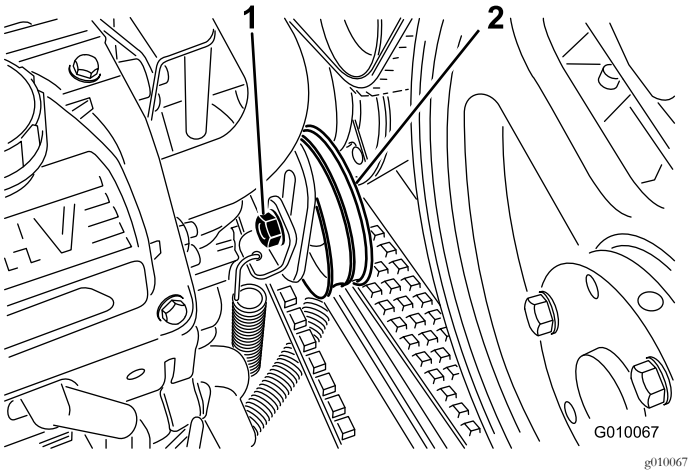

Rysunek 57
4. Poluzuj śrubę jałowego koła pasowego paska pompy na tyle, aby umożliwić ruch w granicach zakresu regulacji (Rysunek 57).